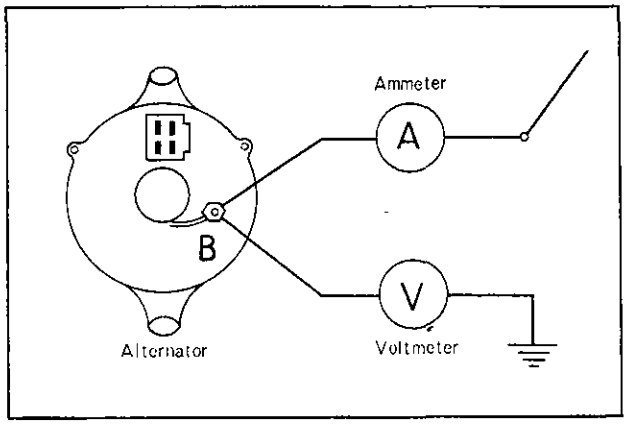

Fig. 5–9 Checking of alternator
1. Disconnect the wire from "B" terminal of the alternator and connect the ammeter with the negative lead of the ammeter to the wire and the positive lead to the "B" terminal, as shown in Fig. 5–9.